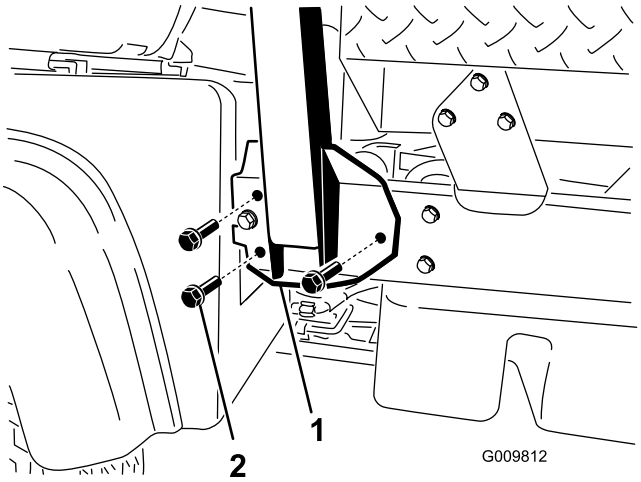

Figura 4
1. Allineate i lati del sistema di protezione antiribaltamento ai fori di fissaggio del telaio su entrambi i lati del veicolo, come illustrato in Figura 4.